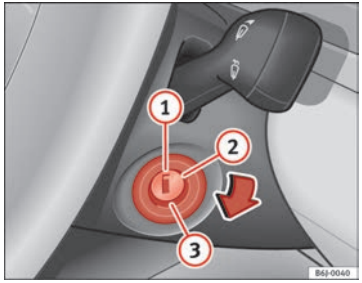

Fig. 107 Ignition key positions
In this position ⇒ Fig. 107 the ignition and the engine are OFF and the steering may get locked.
– Turn the ignition key to position ⇒ Fig. 107 (2). The warning lamp ⚲ will light for engine pre-heating.
– When the lamp turns off, turn the ignition key to position (3) to start the engine. Do not press the accelerator.
– Turn the ignition key to position ⇒ Fig. 107 (1).